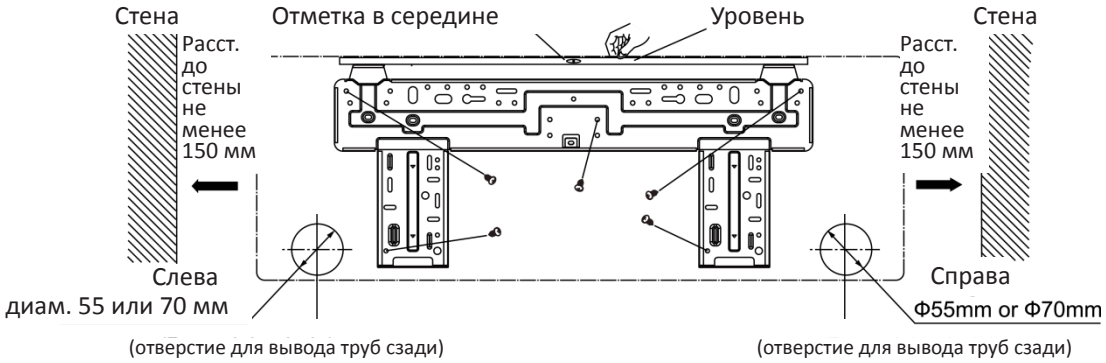

Рис. 4.2
(1) Уровнем определить горизонтальное положение панели. поскольку конденсат будет отводиться с левой стороны, левая часть тыльной панели должна иметь небольшой уклон.
(3) Затем рукой проверить, надежно ли она закреплена. Кронштейн панели должен выдерживать массу взрослого человека (60 кг); нагрузка на все болты должна быть равномерной.
(4) Диаметр отверстия на рис. 4.2 - 65 мм.
Ось отверстия должна располагаться в соответствии с рис. 4.2.